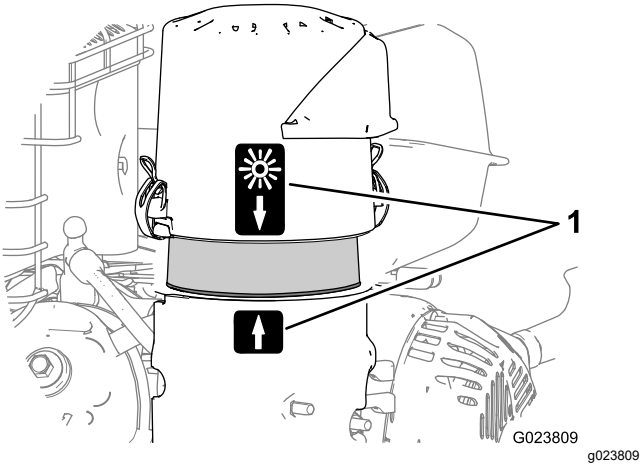

Figur 26
8. Plasser pilmerket på luftrenserdekslet på linje med pilmerket på basen (Figur 26).